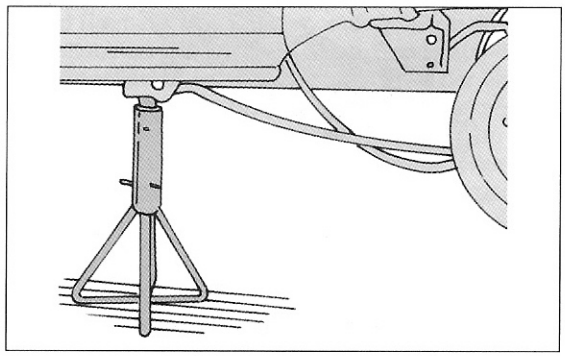

Bild 19
- Unterstellböcke werden unter die gleichen Stellen wie der Wagenheber angesetzt. Falls man das Fahrzeug zwecks Absicherung mit Unterstellböcken anheben will, hebt man das Fahrzeug an der Verbindung zwischen der Hinterfeder und der Traverse an, um die Unterstellböcke an der in Bild 19 gezeigten Stelle anzusetzen. Wie bereits oben erwähnt, sollten die Unterstellböcke eine flache Auflage haben.